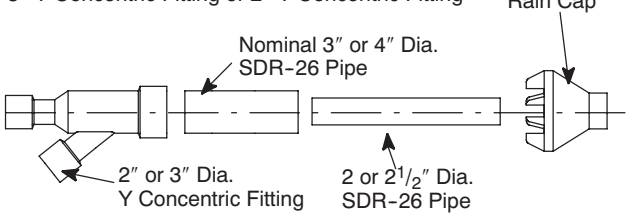
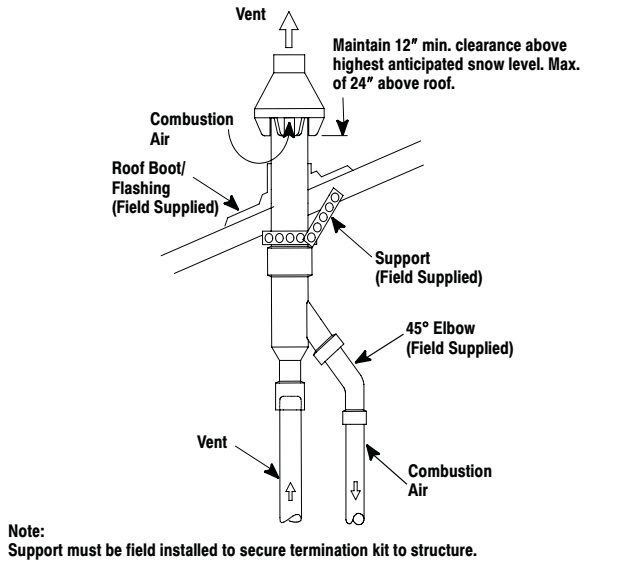
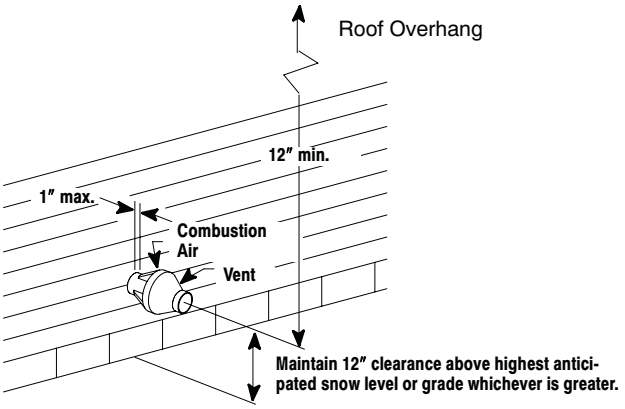
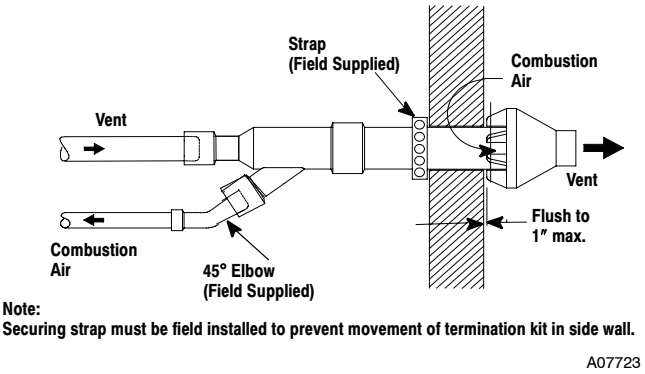

**Fig. 30 - Kit Components**
**Fig. 31 - Concentric Vent Roof Installation**
**Fig. 34 - Concentric Vent and Combustion-Air Side Termination**
**Fig. 35 - Concentric Vent Sidewall Attachment**
2. Determine the best location for the termination kit. See Fig. 31 for vertical termination or Fig. 30 and Fig. 35 for horizontal termination. Roof termination is preferred since it is less susceptible to damage, has reduced intake contaminants and less visible vent vapor. For side wall
7. Secure the assembly to the structure as shown in Fig. 31 or Fig. 35 using field supplied metal strapping or equivalent material.
9. Cement the furnace combustion air and vent pipes to the concentric vent termination assembly. See Fig. 31 or Fig. 35 for proper pipe attachment.
**NOTE**: Ensure the termination height is above the roof surface or anticipated snow level as shown in Fig. 31 for vertical termination. Ensure the termination location clearance dimensions are as shown in Fig. 34 and Fig. 35 for horizontal termination.